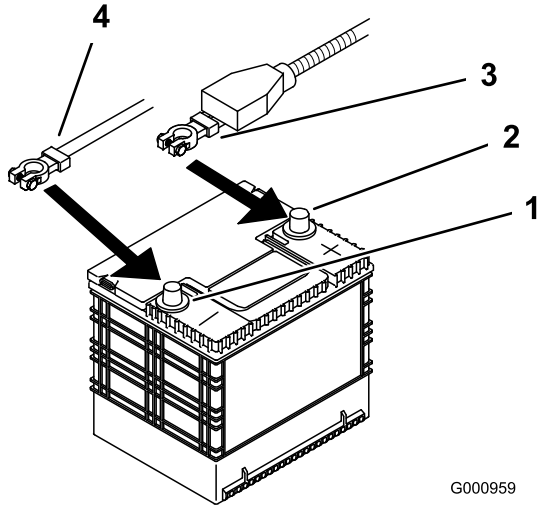

Figura 43
4. Primero desconecte el cable negativo del borne negativo (-) de la batería (Figura 43).
5. Retire la cubierta de goma roja del borne positivo (rojo) de la batería. Luego retire el cable positivo (rojo) de la batería (Figura 43).
4. Fije los cables con 2 pernos (1/4 x 3/4 pulg.), 2 arandelas (1/4 pulg.), y 2 contratuercas (1/4 pulg.) (Figura 43).